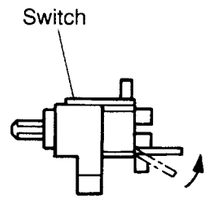

Figure 8
(2) Prepare the terminals of the switch of the new solder as shown in Figure 8.
(3) After that, insert the switch into the photo P.C. board, and solder the terminals.